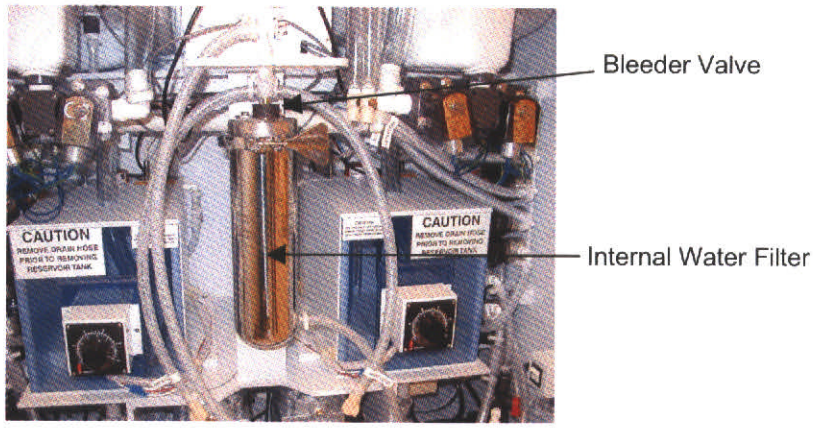

Figure 5. Internal Filter Canister
4. Place a container underneath the internal water filter's, bleeder valve line. Open the bleeder valve to relieve the water pressure. Refer to Figure 5.